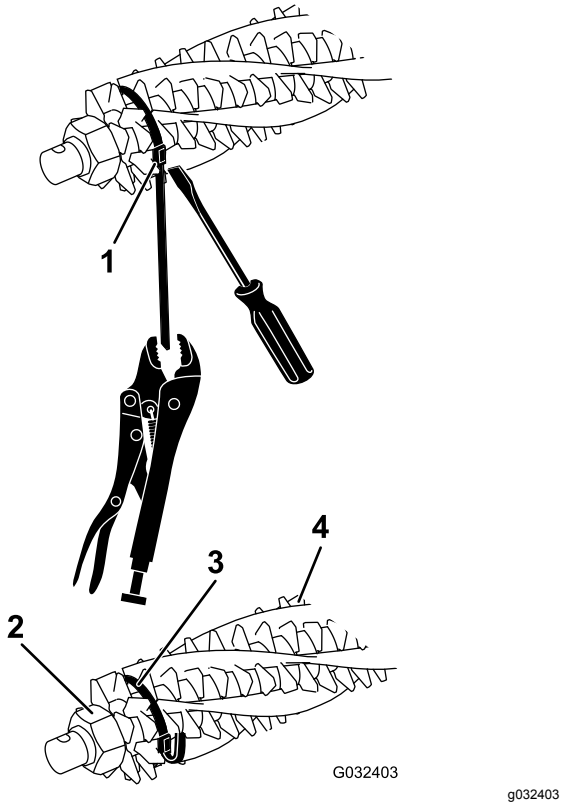
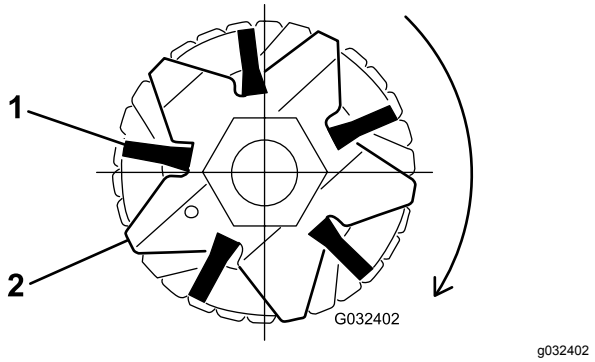

Figur 19
Figur 21
2. Lossa fästmuttrarna som håller trimknivarna på plats på båda sidor om trimsatsaxeln (Figur 19).
4. Kontrollera att borstarna sitter ordentligt i skårorna på trimknivarna (Figur 19 och Figur 21).
5. Linda remmarna löst runt trimningscylinderns axel och borstarna enligt Figur 19 och för in remmarna i skårorna i borstarna Figur 21.
Obs: Om borstarna inte sitter ordentligt i knivskårorna ska du lossa trimknivarnas fästmuttrar i båda ändarna på trimsatsaxeln, rikta in borstarna ordentligt i knivskårorna och dra åt trimknivarnas fästmuttrar (Figur 19).
7. Tryck en skruvmejsel mot remspännet och grip tag i varje rem med en låstång. Dra sedan åt remmarna ordentligt tills de låses fast i skårorna på borstarna (Figur 19).